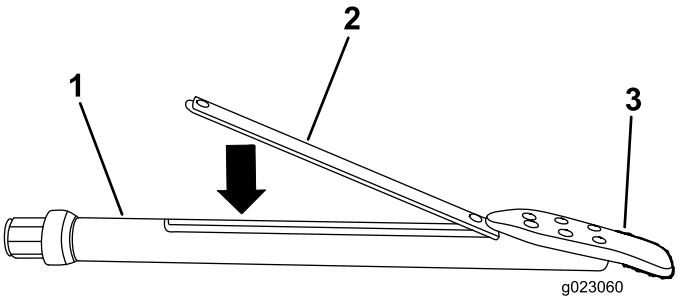

Figure 83
3. Insérez la balise dans le porte-sonde en orientant l'extrémité avant vers l'outil de forage (Figure 83).